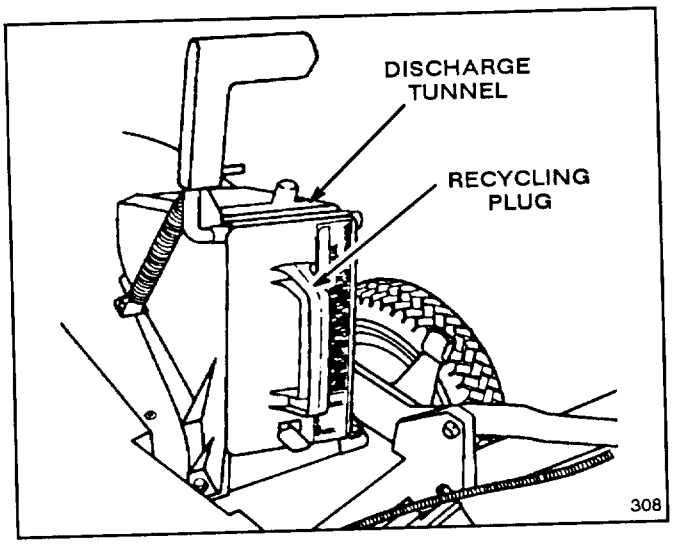

Figure 21
1. Rear Bagging Kit (Model No. 59174 for self-propelled models, Model No. 59179 for hand push models)—Install discharge tunnel and rear mounting grass bag to convert Recycler® mower to a rear bagging mower (Fig. 21). Includes discharge tunnel plug.